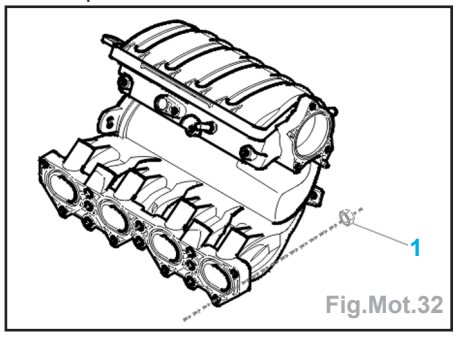

Fig.Mot.32
- Déposer (Fig.Mot.32) :
- les écrous (1) de fixation du répartiteur d'admission,